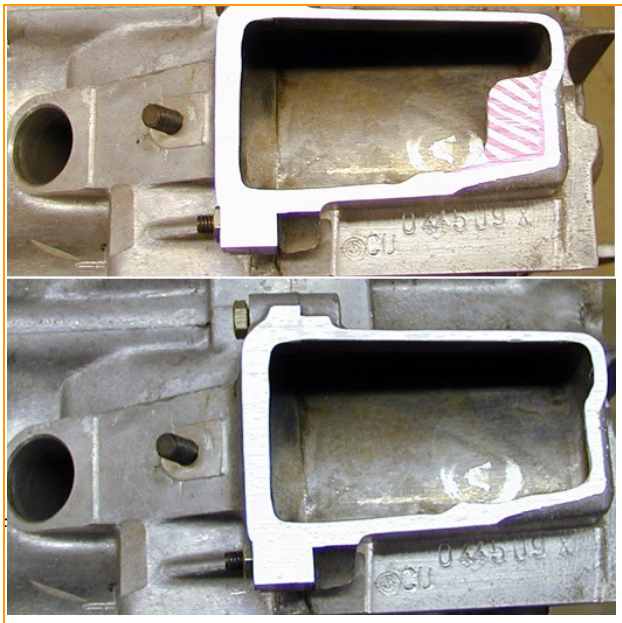

Fig.9
- 142.5 mm from centre of crankshaft to top of breather tower. The excessive material that remains in the mounting area need to be removed with an air grinder or similar. Make sure the sealing area remains large enough. (see Fig. 9)
- Nach dem Planen der Dichtfläche auf das STD Maß 142,5mm (Abstand Kurbelwellenmitte-->Oberkante Dichtfläche) wird ein überstehender Teil der entstandenen Fläche mit einem Druckluftfräser entfernt. Hierbei ist darauf zu achten, dass eine ausreichend große Dichtfläche stehen bleibt (siehe Fig. 9)